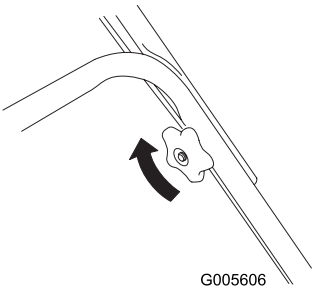

Figura 8
6. Aperte os botões do manípulo ao máximo (Figura 8).